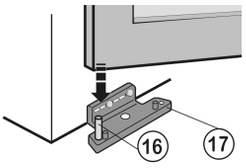

*Fig. 17*
- Deur en lagerbouten *Fig. 17 (16)* opzetten.